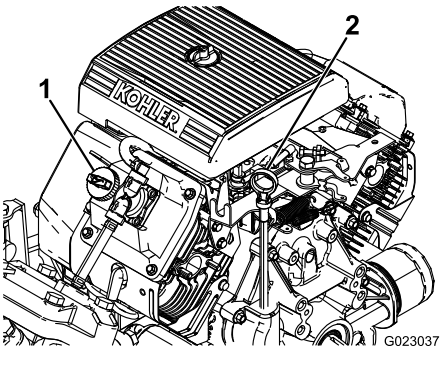

**Figuur 37**
2. Verwijder de peilstok en veeg deze af met een schone doek (Figuur 37). Steek de peilstok in de buis. Let erop dat de peilstok er volledig in schuift. Haal de peilstok eruit en controleer het oliepeil.
3. Als het oliepeil te laag is, moet u de vuldop losmaken van het klepdeksel (Figuur 37) en voldoende olie bijvullen totdat het peil de Vol-markering op de peilstok bereikt. Vul de olie langzaam bij en controleer daarbij veelvuldig het peil. Niet te vol vullen.
8. Giet ca. 80% van de gespecificeerde hoeveelheid olie langzaam in de vulbuis (Figuur 37).